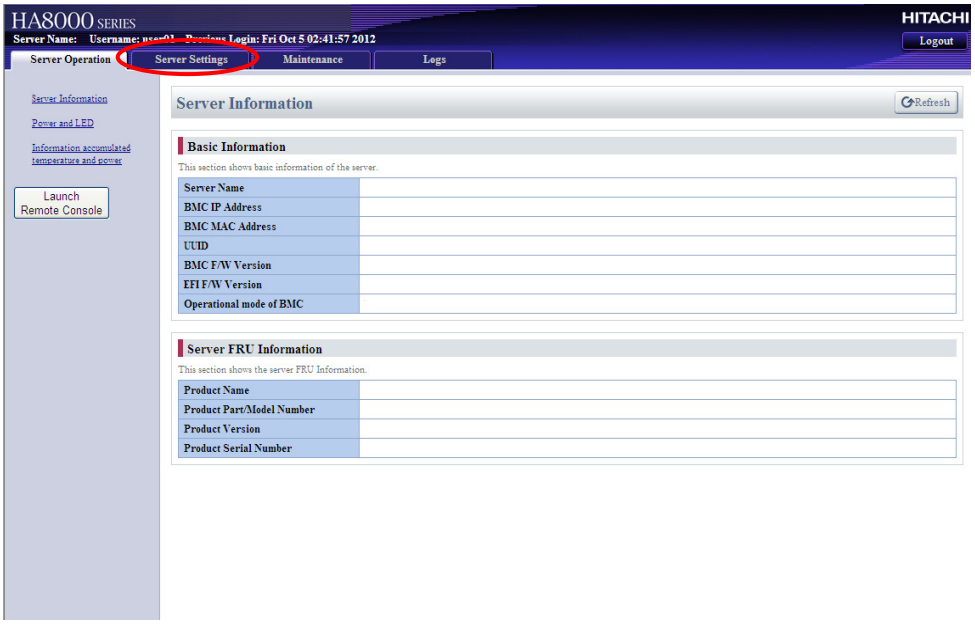

Figure B.1.4-3 Server Information window 1
(5) The Server Information window is displayed as shown in Figure B.1.4-3.